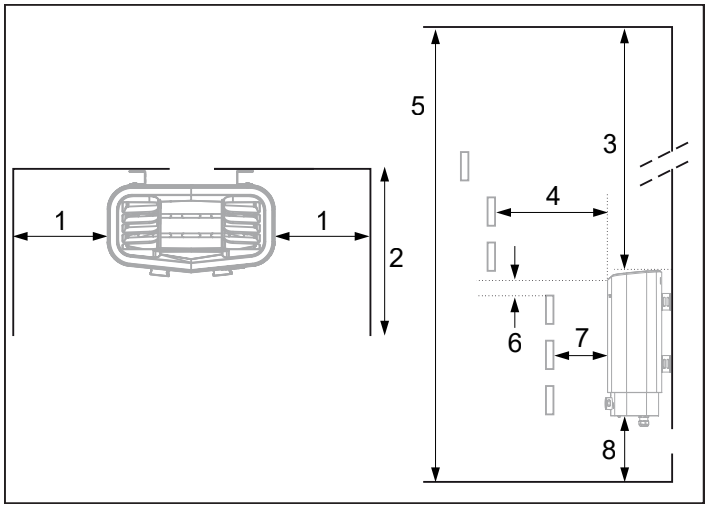

Figure 3 : Positionnement du poêle - installation en niche (volume minimal autorisé : 4 m³)
- sur le même mur que la porte (dans certains cas exceptionnels, il peut être installé sur la cloison latérale, s'il est très près de la porte). Le poêle peut également être installé dans une niche (voir Figure 3).
Placez le poêle à une distance appropriée du sol, des cloisons latérales et des aménagements intérieurs (voir Figure 3).